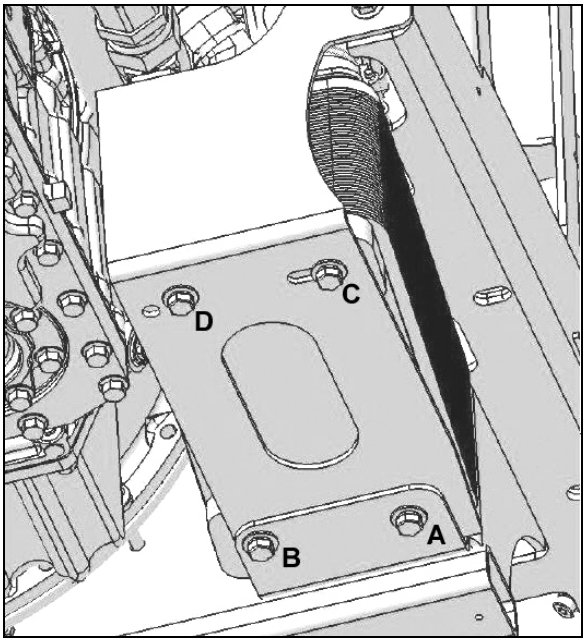

FIGURE 14 : POSITION NORMALE DU REFROIDISSEUR D'HUILE
2. Retirer les vis B et D et dévisser partiellement les vis A et C. Pivoter le refroidisseur d'huile comme sur la Figure 14. Réinstaller les Vis B et D et serrer toutes les vis.
L'ensemble de pédale électronique (EFPA) relie la pédale d'accélérateur à un capteur de position du papillon des gaz (TPS). Le TPS est un dispositif qui envoie un signal électrique au module de commande du moteur (MCM). La tension du TPS varie en fonction de la distance parcourue par la pédale. Le système est installé dans l'espace normalement occupé par une pédale mécanique. L'EFPA est fabriquée avec des butées maximale et minimale intégrées (Figure 14). Le TPS convertit le signal d'entrée de la pédale du conducteur en un signal pour le MCM.